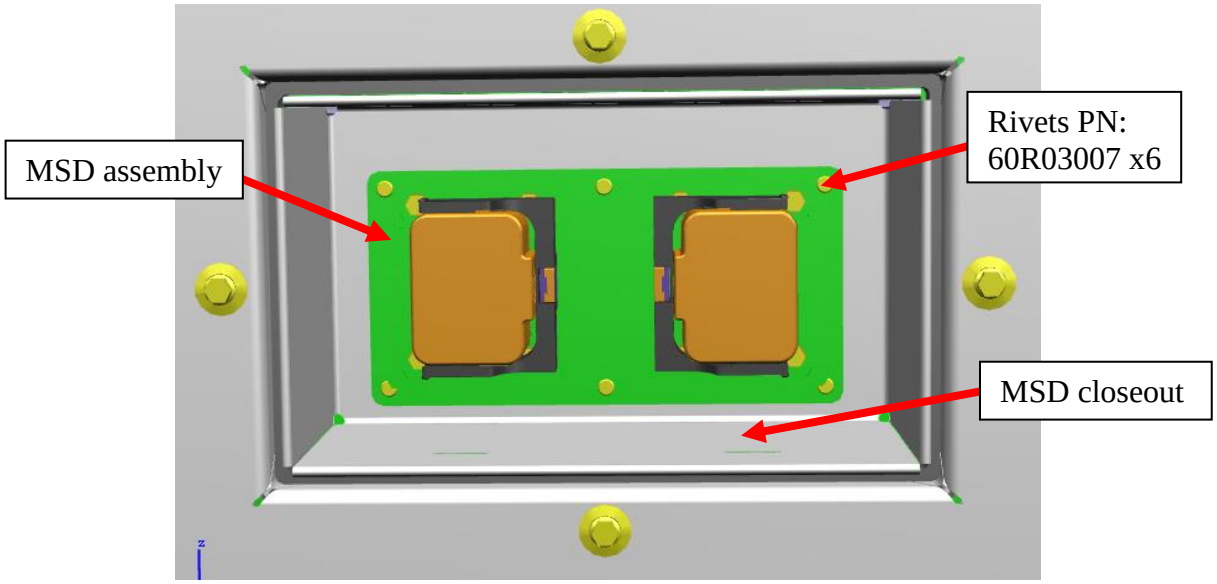

Figure 18: Rear ESS MSD final assembly
3.4.5 Install new MSD assembly onto MSD closeout using rivets PN: (60R03007) x6. See figure 18.